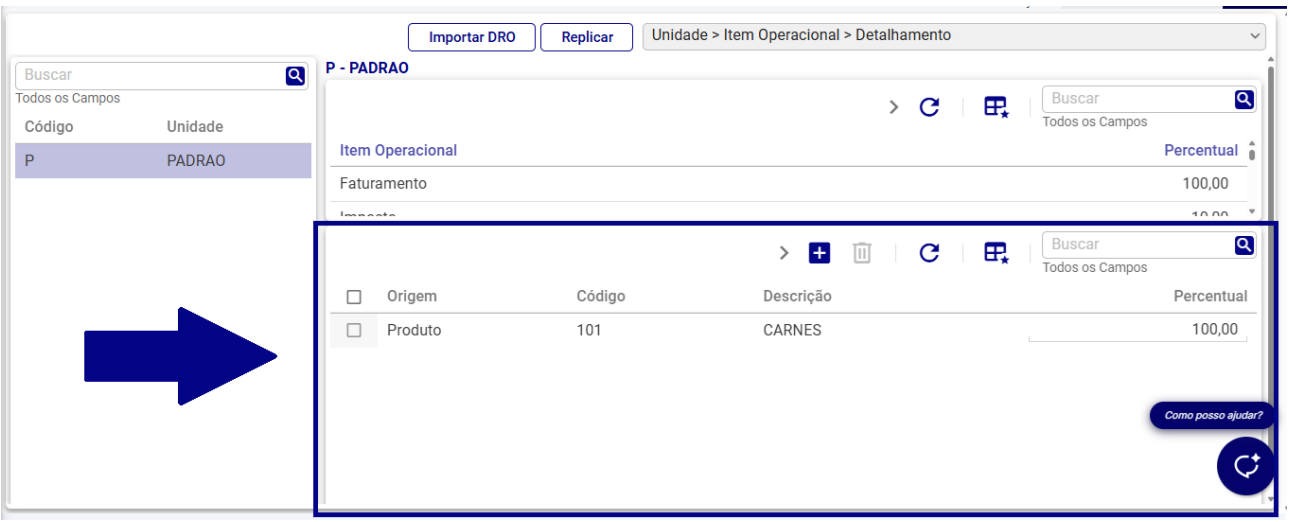

Figura 45: Painel Lateral Detalhamento
– **Detalhamento (Seção Inferior) (Figura 45):** Exibe a composição detalhada do Item Operacional selecionado na seção superior.